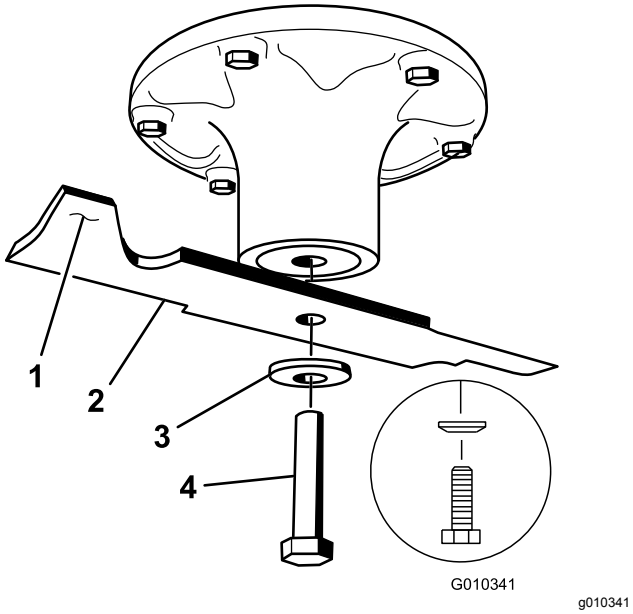

Rysunek 67
2. Odkręć śrubę ostrza, podkładkę wygiętą i zdejmij ostrze z wału wrzeciona (Rysunek 67).
1. Zamontuj ostrze na wale wrzeciona (Rysunek 67).
2. Załóż podkładkę falistą (stroną wypukłą do ostrza) i wkręć śrubę ostrza (Rysunek 67).